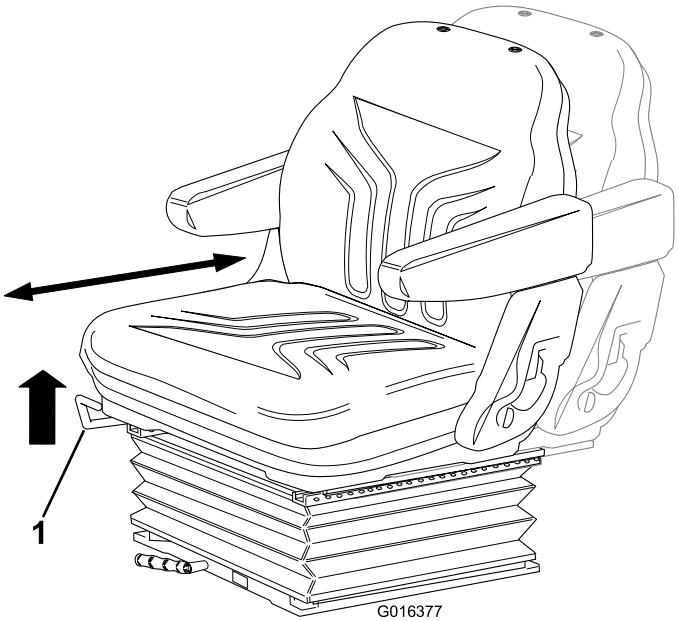

Rysunek 11
- .**Regulacja wysunięcia fotela:** Przesuń dźwignię do góry, aby wyregulować wysunięcie fotela. Zwolnij dźwignię, aby zablokować fotel w ustawionej pozycji (Rysunek 11).